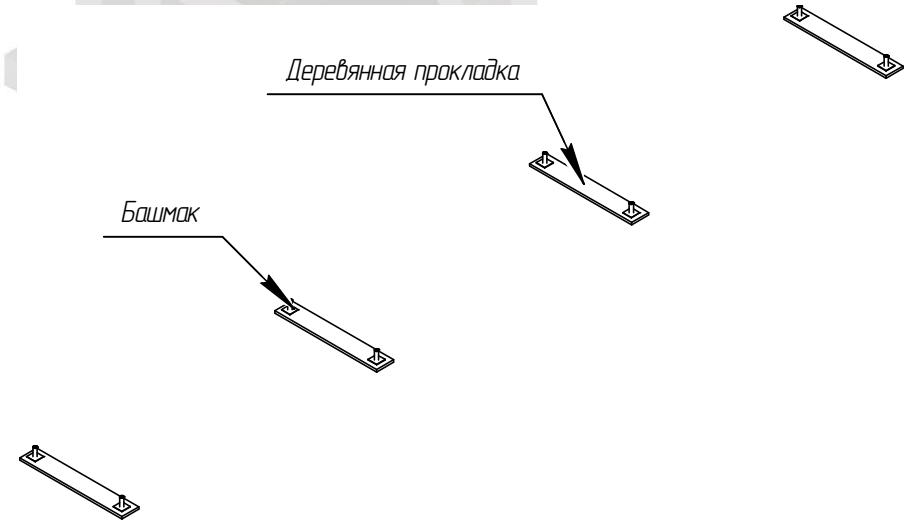
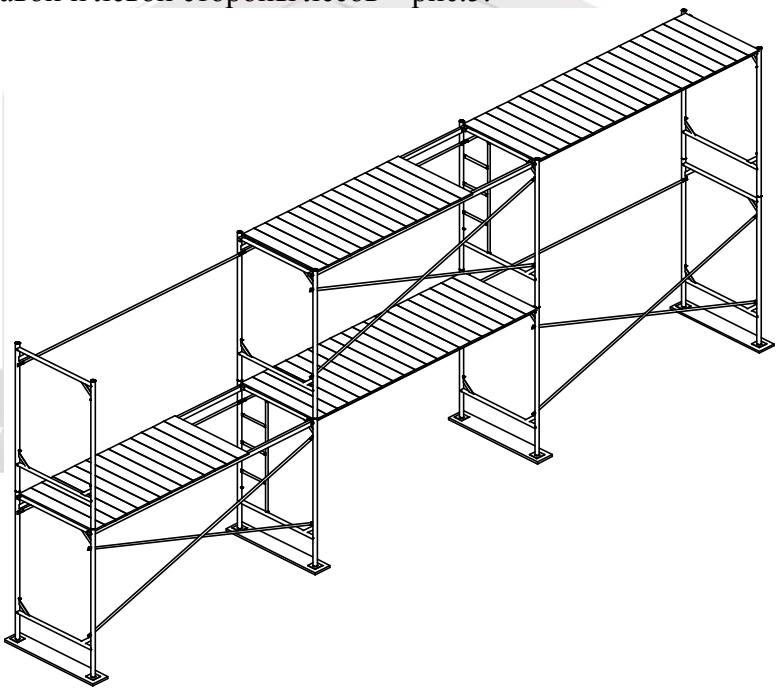

Рис.1
Рис.5
5.5. Монтаж лесов производиться по ярусам на всю длину монтируемого участка лесов согласно рис.1-рис.5 и Приложения 1.
На подготовленной площадке установить деревянные подкладки и башмаки – рис.1.
Установить помосты с настилами во втором и третьем пролетах с правой и левой стороны лесов – рис.5.